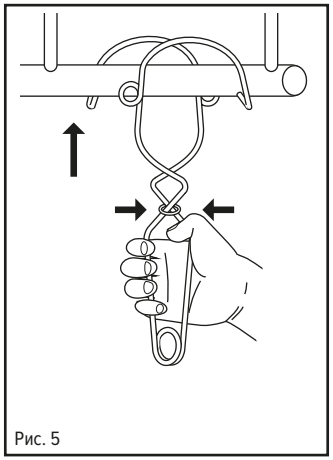

Рис. 5
- Сжать рукоятку до момента разжима плечей на необходимый зазор. Зацепить карабин снизу на элемент конструкции (рис. 5).